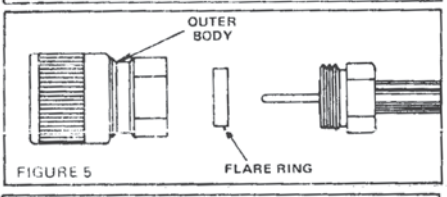

FIGURE 5
STEP 5. Add flare ring and outer body as shown in Figure 5. Screw outer body to clamping nut and tighten to compress flared tabs against clamping nut. Turn outer body only; do not turn clamping nut. Disassemble connector and inspect flare for regularity and flatness to clamping nut.